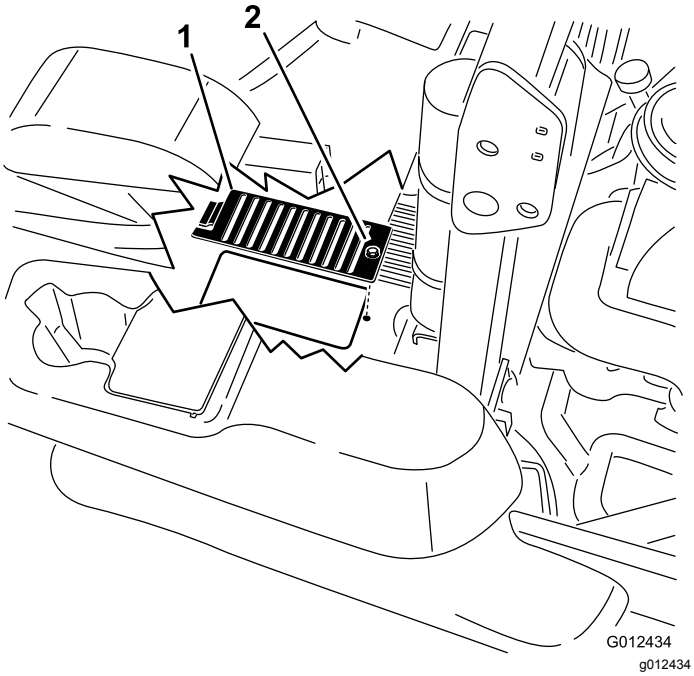

Figur 81
6. Ta bort skyddet och dess skruv ovanför varje oljesticka. Rengör runt varje oljesticka och hydraulenhet (Figur 81).